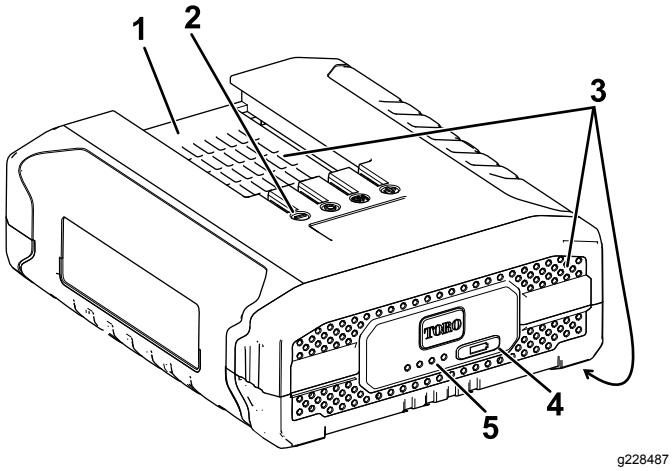

Figura 10
3. Allineate la cavità nel pacco batteria (Figura 10) con la linguetta sul caricabatterie.